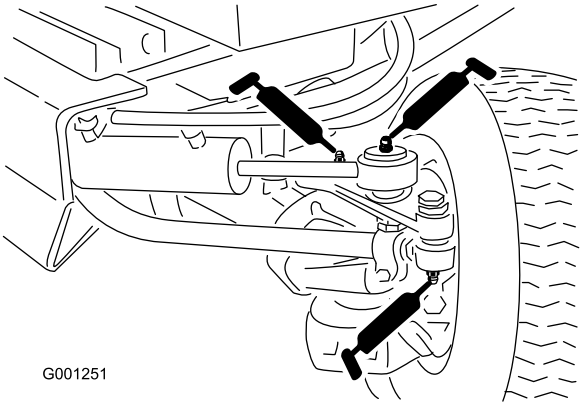

**Figur 46**
- Dragstångsändar (2) (Figur 46)
- Cylinderstavändar (2) (Figur 46)
- Styrtappar (2) (Figur 46)
- Axelsvängtapp (Figur 46)